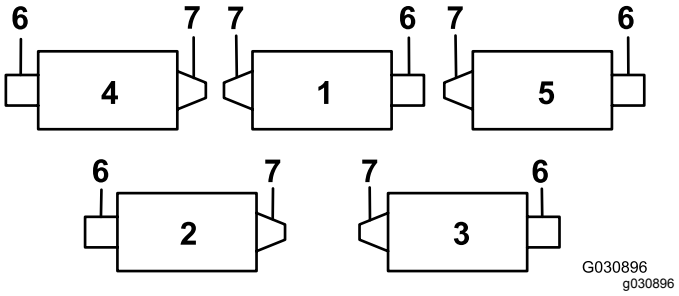
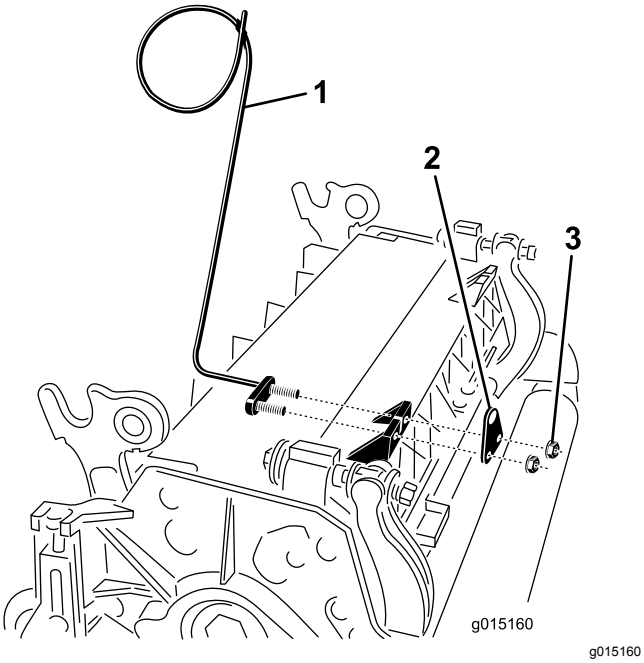
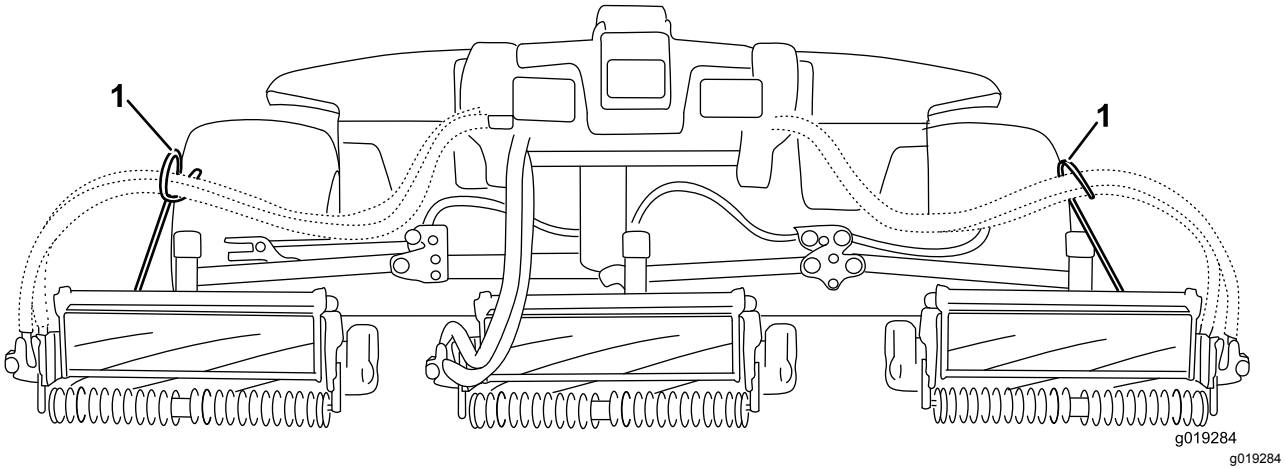

**Figur 7**
**Figur 8**
**Figur 9**
***Vigtigt:*** **På klippeenhed 4 (forrest til venstre) og klippeenhed 5 (forrest til højre) bruges stangbeslagets monteringsmøtrikker til at montere slangeholderne forrest på klippeenhedens tapper (Figur 7 og Figur 8). Slangeholderne skal læne mod den midterste klippeenhed (Figur 8 og Figur 9).**